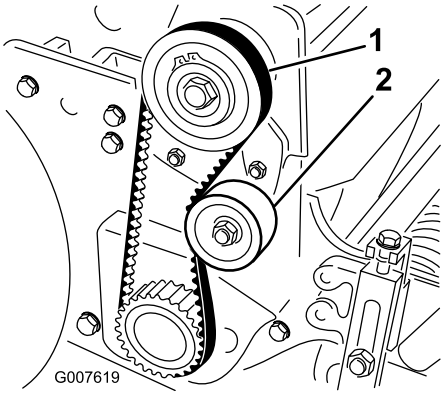

Rysunek 36
2. Sprawdź napięcie, naciskając pasek w połowie rozpiętości między kołami (Rysunek 36) z siłą od 18 do 22 N. Ugięcie paska powinno wynosić 6 mm.
A. Poluzuj nakrętkę mocującą koło pasowe luźne i obróć je w kierunku zgodnym z kierunkiem ruchu wskazówek zegara w stronę tylnej części paska aż do uzyskania wymaganego napięcia paska (Rysunek 36).